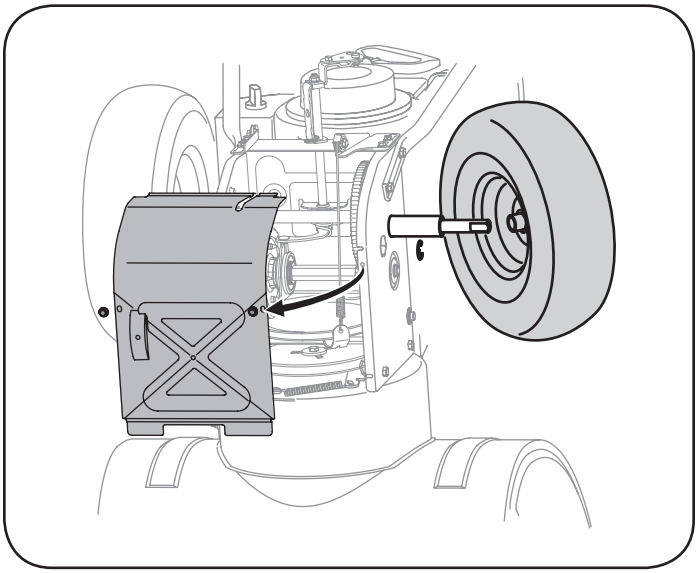

Figura 72
5. Retire la rueda derecha quitando el tornillo y la arandela de campana que la aseguran al eje. Vea la Figura 72.
6. Retire con cuidado la tuerca hexagonal y la arandela que sujetan el eje hexagonal al marco de la máquina quitanieve, y golpee suavemente el extremo del eje para desplazar el cojinete de bolas del lado derecho del marco. Vea la Figura 72.